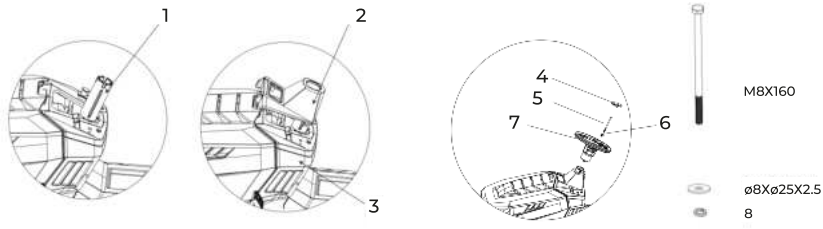

Рис. 3
6.2. Установка рулевого колеса (рис. 3)
• Установите муфту (рис. 3, поз 1) на вал.
• Установите нижнюю крышку рулевого колеса (рис. 3, поз 2) на основание (рис. 3, поз 3). Закрепите рулевое колесо болтом (рис. 3, поз 5) и шайбами (рис. 3, поз 6) (используйте шестигранный ключ из комплектующих инструментов).
• Установите крышку рулевого колеса (рис. 3, поз 4).